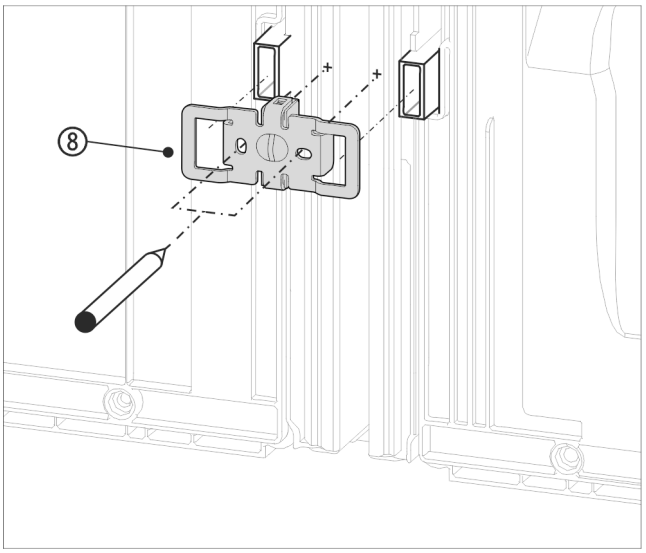

Fig. 17 Example illustration
- ▶ Slide the bracket *Fig. 17 (8)* on with the slots over the retainer for the wall spacers.